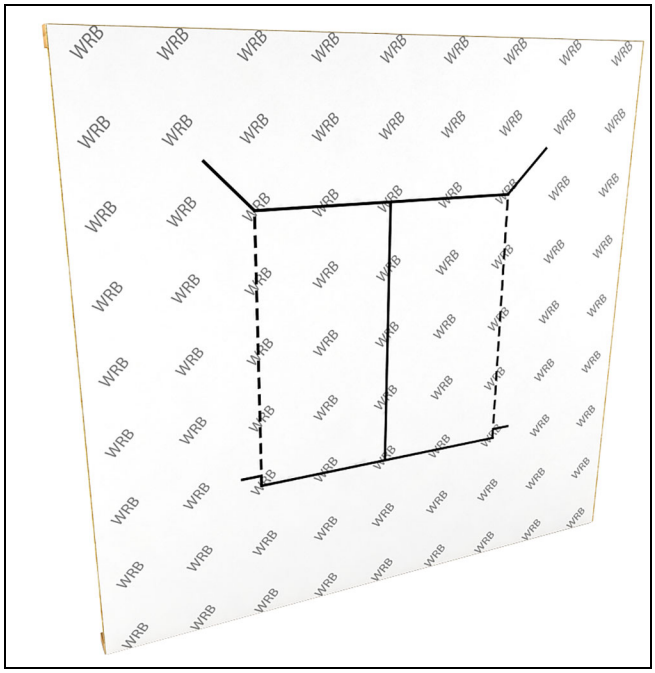

Figure 3
1. Make horizontal cuts to the Weather Resistive Barrier (WRB) across the top and bottom of the Rough Opening. Make a vertical cut down the center of the RO. then make 45 degree cuts away from the corners of the top of the RO. See Figure 3.